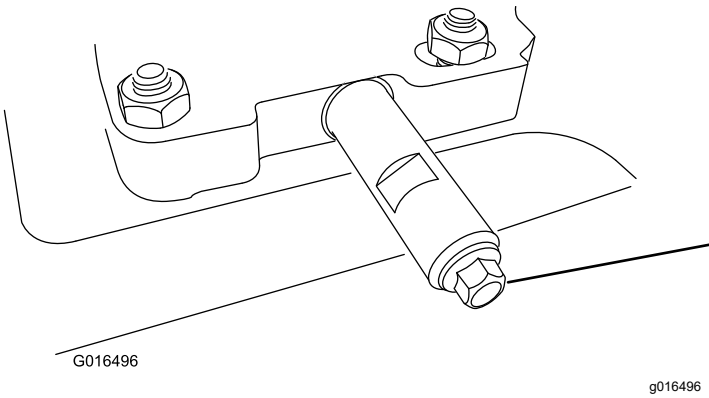

Rysunek 32
2. Wyczyść obszar wokół korka spustowego oleju (Rysunek 32).